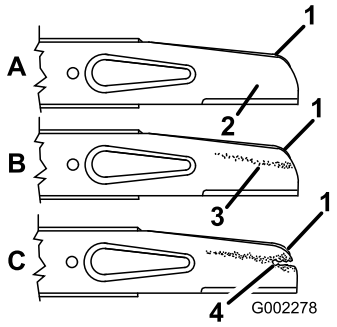

Figuur 24
2. Verwijder de mesbout, de klemring, de versneller en het mes (Figuur 24).